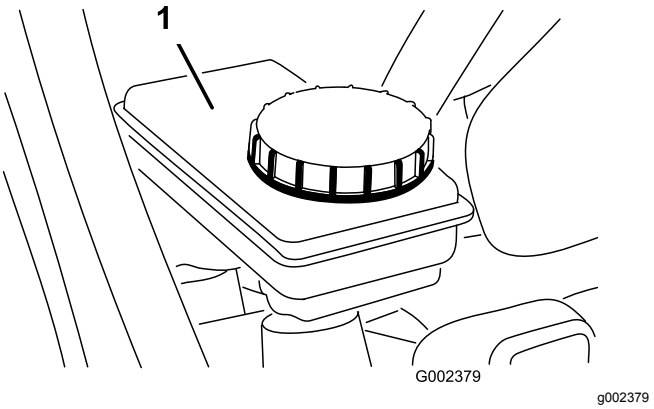

Figur 25
2. Sørg for, at væskestanden går op til linjen Full (fuld) på beholderen (Figur 25).
3. Hvis væskestanden er lav, skal du rengøre området omkring dækslet, tage dækslet af og fylde beholderen med den specifikke bremsevæske til det korrekte niveau (Figur 25).